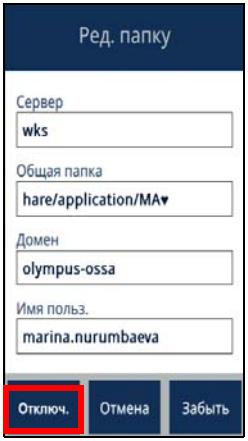

Рис. 4-4 Отключение установленной папки
2. Нажмите **Отключить** в диалоговом окне **Ред. папку** (см. Рис. 4-4 на стр. 114).